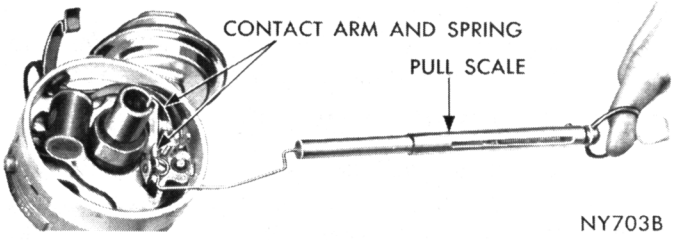

Fig. 7—Testing Contact Arm Tension Spring
(1) Hook a spring scale MTU-36 on contact arm and pull in a straight line at a right angle to the contact surfaces (Fig. 7). Take a reading as contacts start to separate under slow and steady pull of the scale.